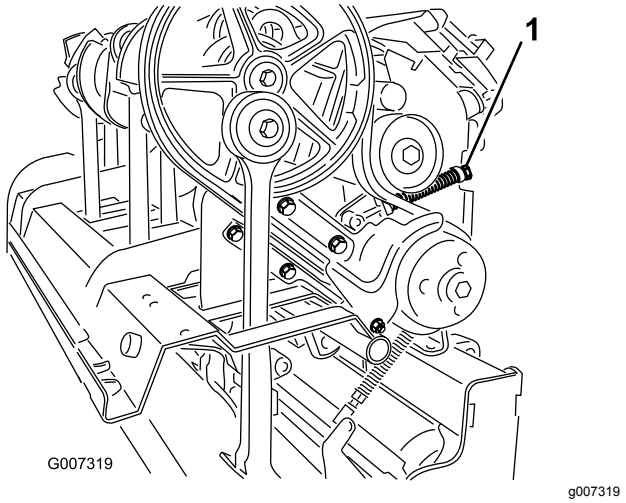

Figur 38
4. For at løsne styrefjederens spænding skal den låsemøtrik, der fastgør fjederholderen (Figur 38), løsnes, og fjederholderen skal drejes.